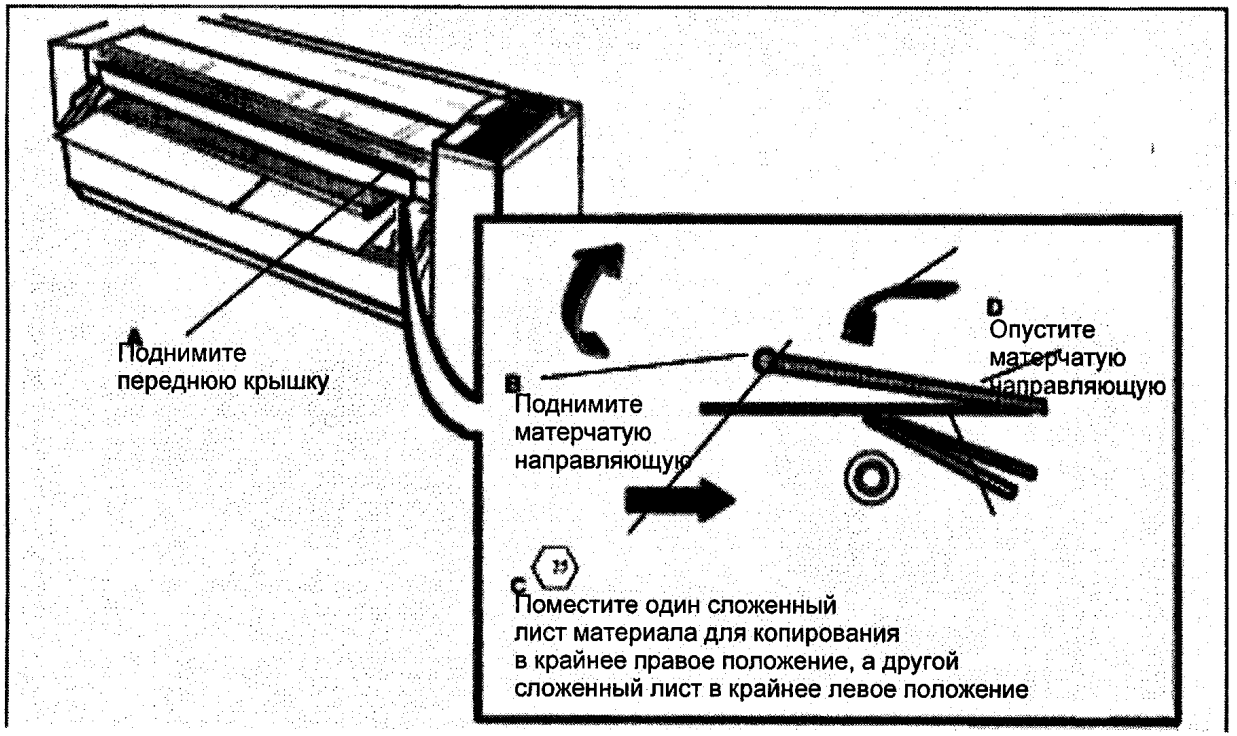

Рис. 1 Установка материала для копирования под матерчатую направляющую
3. (РИС. 1): ВСТАВЬТЕ ДВА ЛИСТА МАТЕРИАЛА ДЛЯ КОПИРОВАНИЯ ПО ВСЕЙ ДЛИНЕ МАТЕРЧАТОЙ НАПРАВЛЯЮЩЕЙ ТАК, ЧТОБЫ ОНИ ПЕРЕКРЫВАЛИСЬ В СЕРЕДИНЕ.